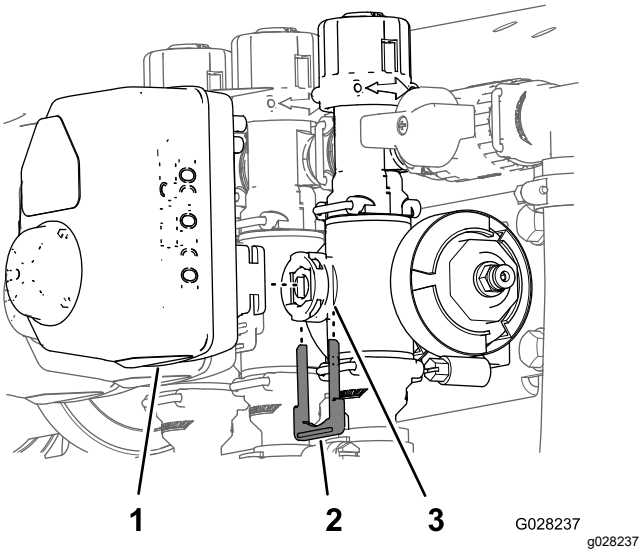

Figur 67
3. Ta bort hållaren som fäster manövreringsorganet vid grenrörsventilen för sprutmängd samt omrörningsventilen, huvudsektionen eller sektionens ventil (Figur 67).